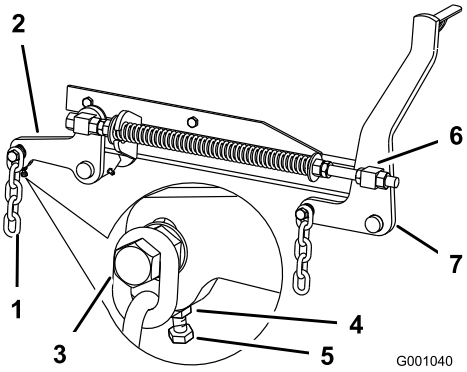

**Figuur 68**
7. Als de afstanden bij punten **B** of **C** niet correct zijn, maakt u de bout los waarmee de achterste ketting is bevestigd aan de achterste steunarm (Figuur 68).
8. Maak de contramoer onder de achterste steunarm los en draai aan de stelbout totdat de afstand 79-83 mm bedraagt (Figuur 68).
7. Draai de contramoeren op de voorkant van de rechter- en linkerwartel ongeveer 13 mm (Figuur 68) los.
8. Draai aan de drukmoeren op de linker- en rechterzijde van de machine totdat de voorkant van het maaimes bij 6 tot 10 mm lager staat bij **A** dan de voorkant bij **B** (Figuur 68).